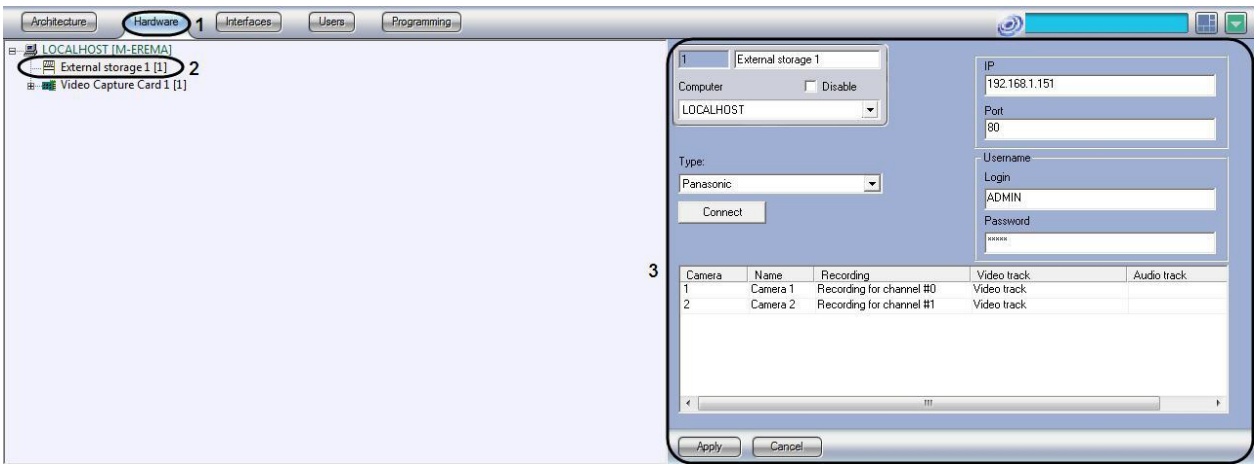

Figure 8.6-1 Creating the External storage object
1. Go to the **Hardware** tab in the **System settings** dialog box (Figure 8.6-1, 1).
2. Create the **External storage** object in the objects tree of the **Hardware** tab (Figure 8.6-1, 2). In the right part of the **Hardware** tab the setting panel of the selected object is displayed (Figure 8.6-1, 3).